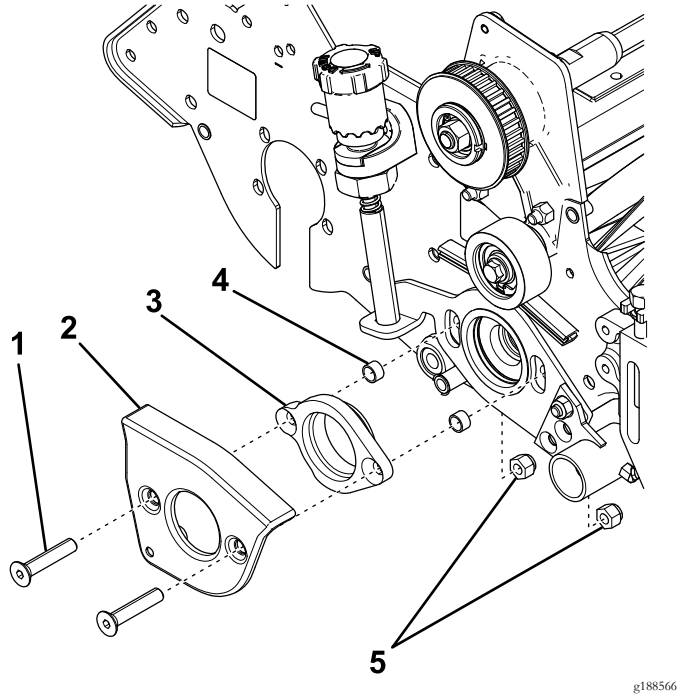

Bild 10
4. Entfernen Sie die Senkschrauben, Sicherungsmuttern, die Abdeckung des Groomerarms und den Lageradapter von der Seitenplatte (Bild 10).
5. Entfernen und werfen Sie die Distanzstücke weg (Bild 10).